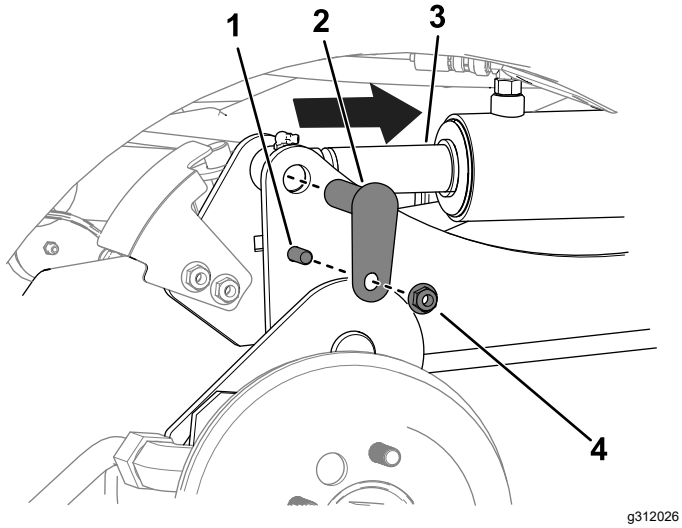

Bild 10
C. Verwenden Sie einen Austreiber, um die Löcher der Zylinderstange mit den Löchern des Hubarms auszurichten (Bild 10).
D. Verwenden Sie zwei Schrauben (⅜" x 1¼"), zwei Muttern (⅜") und zwei kleine Stifte, um die Hubarme an den Zylindern zu befestigen (Bild 10).